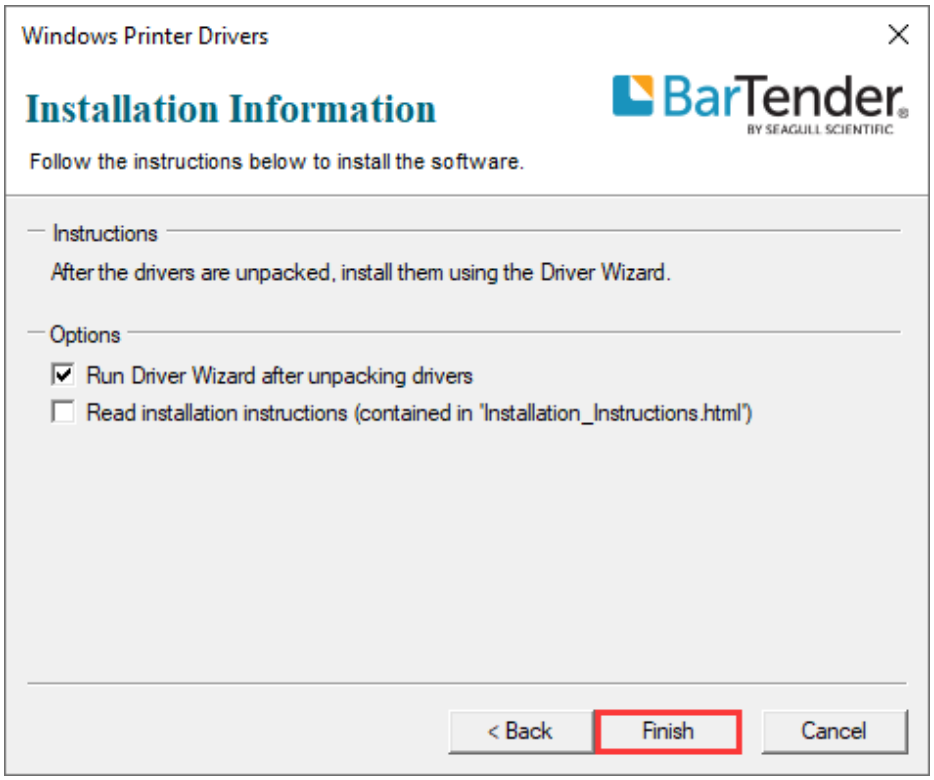

Figure 2-25 Installation Information Screen
5. On the "Installation Information" screen, check the box that says "Run Driver Wizard after unpacking drivers", then click "Finish", as shown in Figure 2-25.